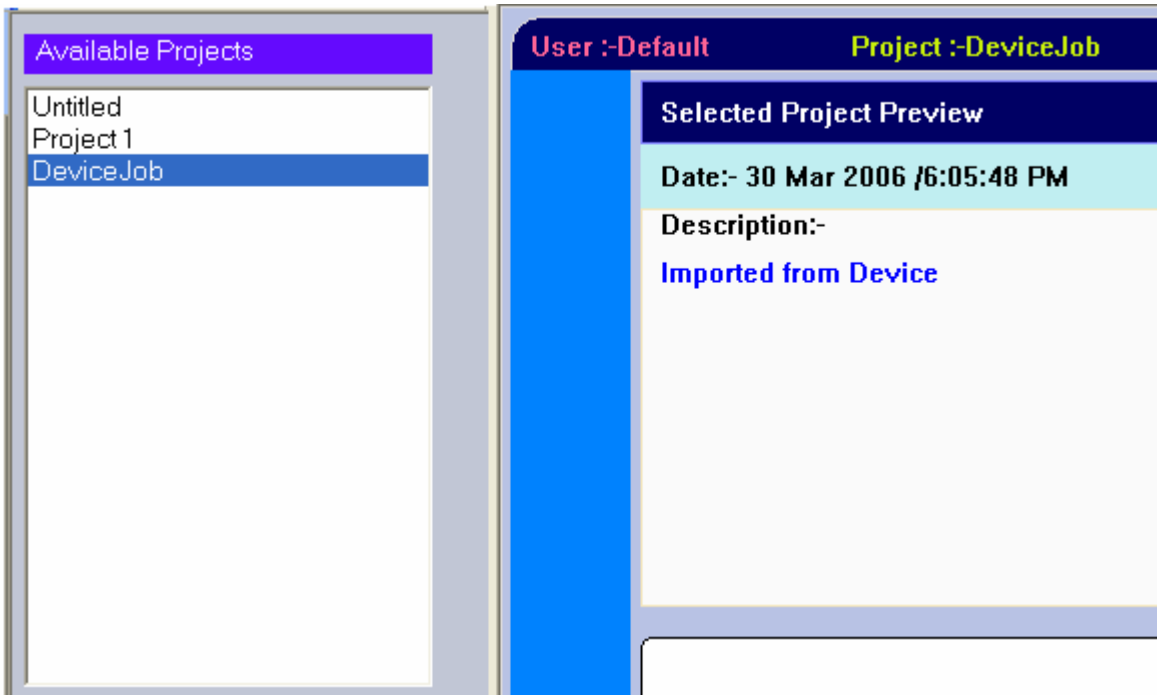

Figure 13 : DeviceJob
4. When the synchronization (import) is completed, system creates a new project named '**DeviceJob**' and attaches the imported device data to that project. (Figure 13). If there is 'DeviceJob' already available in the project list, then the imported data is automatically copied to it.